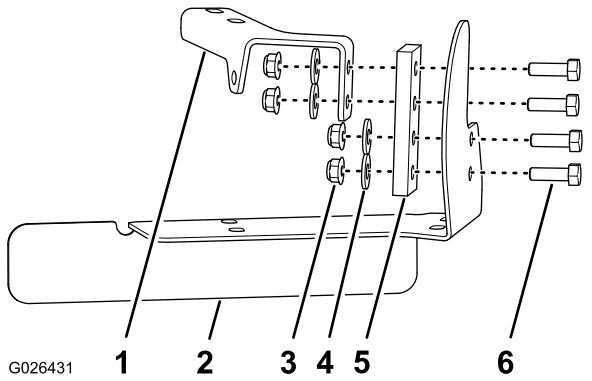
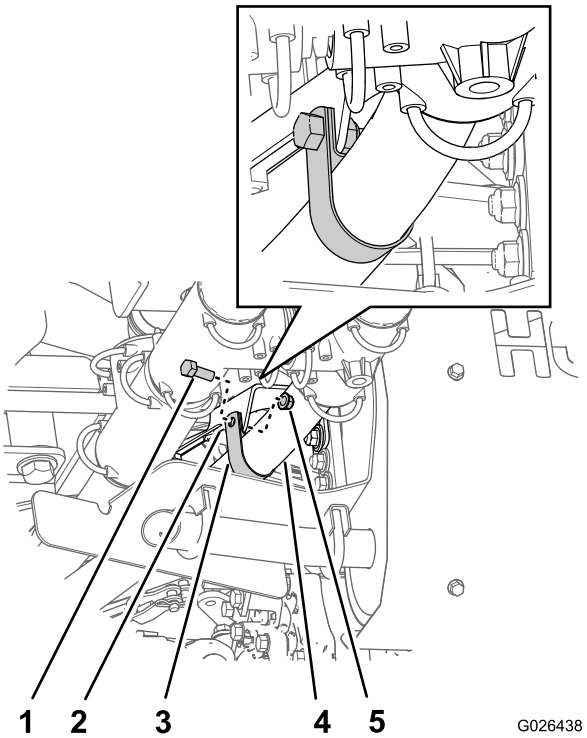

Рисунок 8
Рисунок 15
1. Совместите 2 отверстия в подвесе выхлопной трубы с 2 отверстиями в кронштейне глушителя, как показано на Рисунок 8.
2. Установите подвес выхлопной трубы на кронштейн глушителя с помощью 2 болтов (5/16 x 1 дюйм), 2 шайб и 2 фланцевых контргаек (Рисунок 8).
3. Совместите два оставшихся отверстия в подвесе выхлопной трубы с двумя отверстиями в кронштейне выводящей трубы глушителя, как показано на Рисунок 8.
4. Установите подвес выхлопной трубы на кронштейн выводящей трубы глушителя с помощью 2 болтов (5/16 x 1 дюйм), 2 шайб и 2 фланцевых контргаек (Рисунок 8).
1. Наденьте хомут (1-1/4 дюйма) на шланг на 1-1/4 дюйма, находящийся рядом с подвесом кронштейна выводящей трубы глушителя (Рисунок 8и Рисунок 15).
2. Совместите отверстие в хомуте с проушиной кронштейна глушителя(Рисунок 15).
3. Прикрепите хомут к кронштейну (Рисунок 15) болтом (5/16 x 1 дюйм) и фланцевой контргайкой (5/16 дюйма).